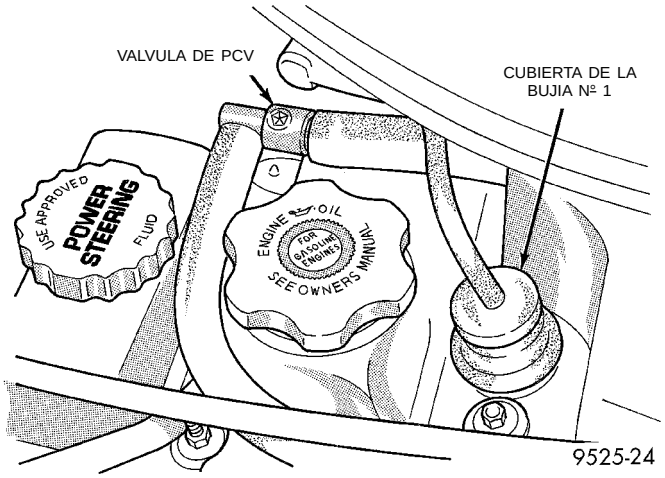

Fig. 58 Válvula de PCV
(6) Verifique las conexiones de mangueras entre la válvula de PCV, el orificio de vacío - tubo múltiple de admisión y el separador de aceite (Fig. 58).